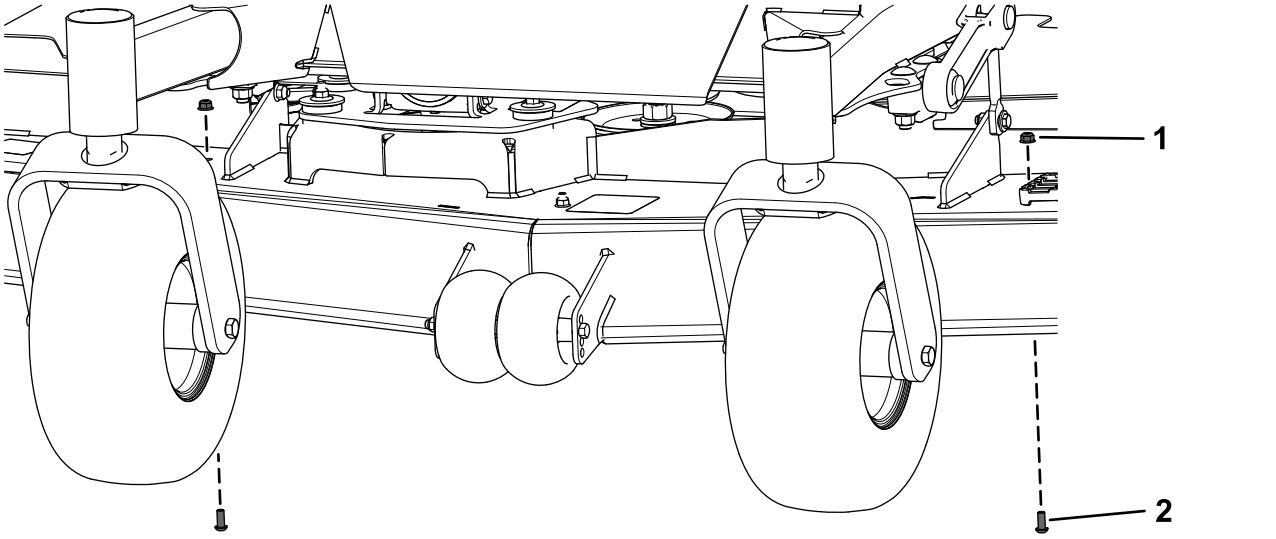

Figur 14
2. Ta bort de två skruvarna med runt huvud (5/16 x ¾ tum) och de två flänsmuttrarna (5/16 tum) från klippdäckets front (Figur 14).